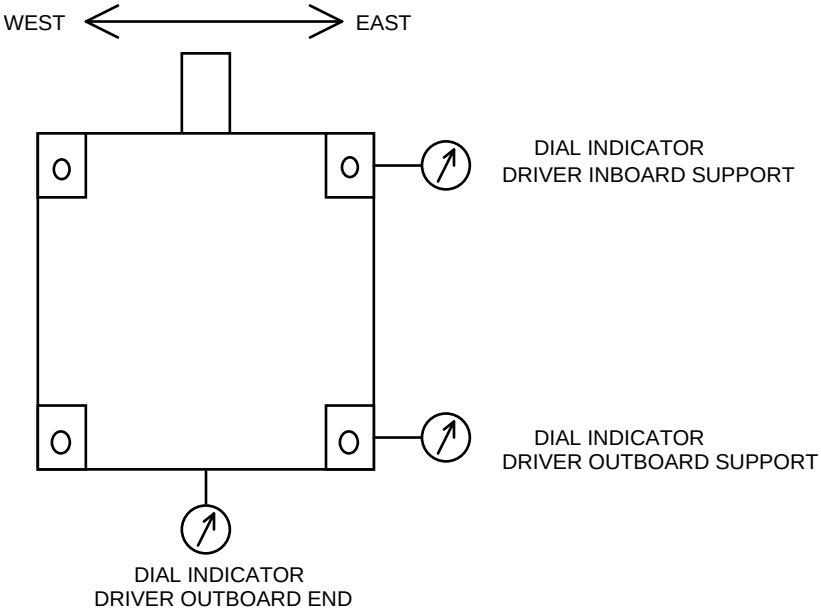
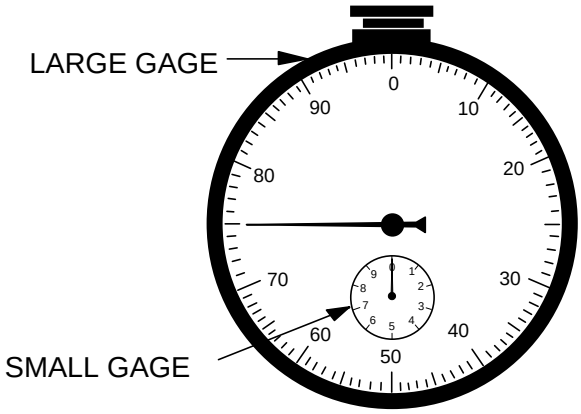

FIGURE 2-13
FIGURE 2-14
13. Before making adjustments, install dial indicators near the driver support feet and outboard end of the driver as shown in FIGURE 2-13. The dial indicators should have dual gages as shown in FIGURE 2-14. Set the dial indicators on zero and record the readings of the small dial indicator gage.
16. Move the driver in the EAST or WEST direction (FIGURE 2-13) until the dial indicators read the necessary EAST or WEST adjustment. Tighten the driver hold-down bolts and recheck the alignment and distance between shaft ends (BSE).
8. Then, doing an actual alignment, the dual gage dial indicators (FIGURE 2-14) would be positioned as shown in FIGURE 2-13. The large dial would be set at zero and the reading on the small dial would be recorded.